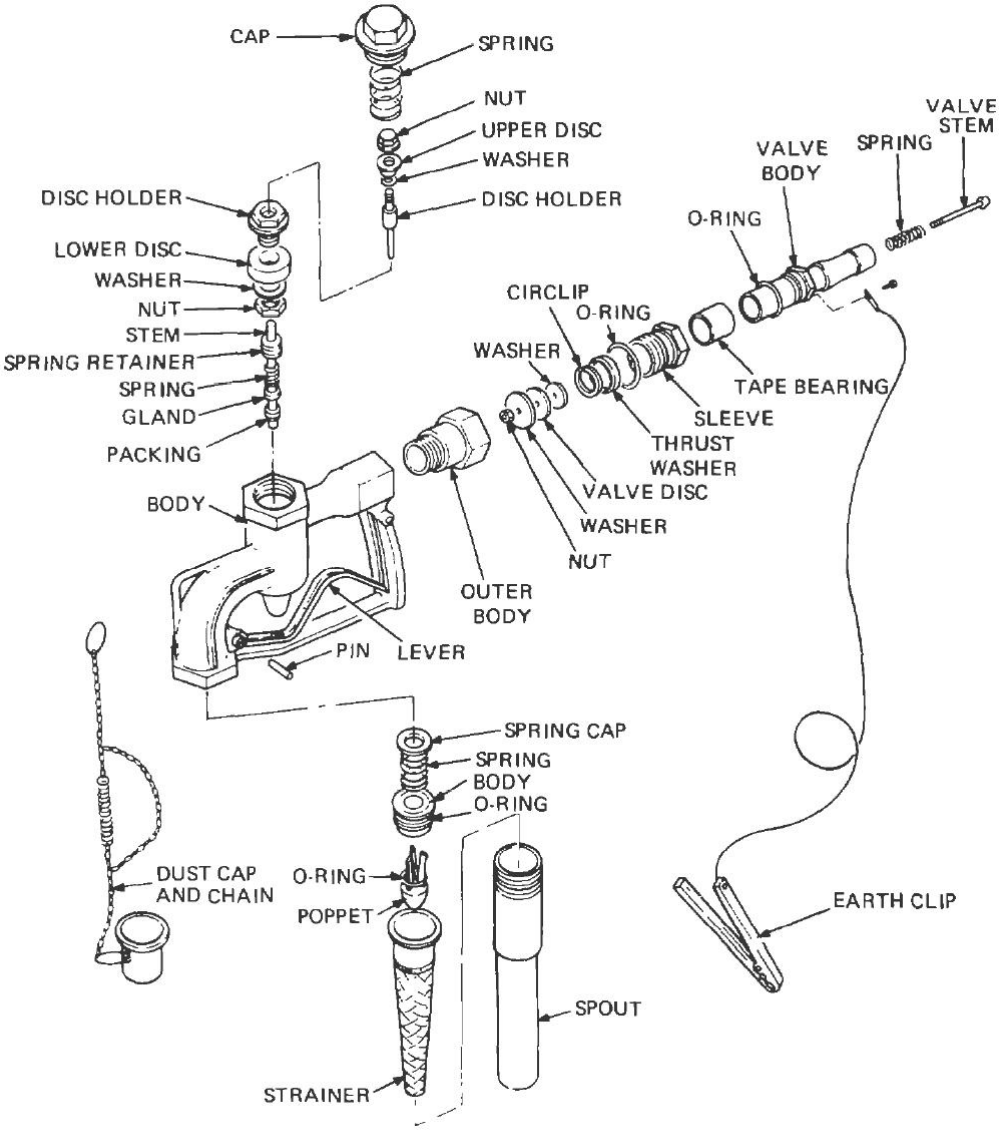

Figure 28 Hose Nozzle – Exploded View
- **b.** Remove the screw securing the earth lead to the valve body and remove the earth lead (Figure 28).